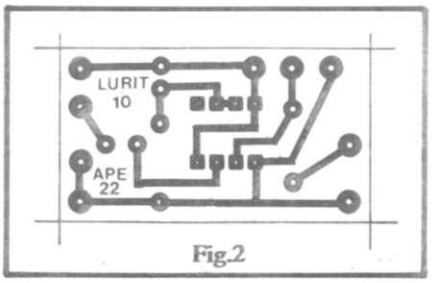

Fig.2
- **FIG. 2** - **Lay-out** - do Circuito Impresso específico para a montagem. Justificando novamente a classificação como MINI-MONTAGEM, a plaquinha é muito pequena, num padrão cobreado simples (ao alcance mesmo de quem vai "tentar sua primeira placa"...). Ao Leitor/Hobbysta mais "preguiçoso", ou "pouco confiante", resta a prática possibilidade de adquirir a LURIT-10 na forma de KIT completo (ver Anúncio em outra parte da presente APE) que inclui a placa pronta, furada, protegida por verniz e convenientemente demarcada no lado não cobreado com o posicionamento dos componentes, em **silk-screen**.